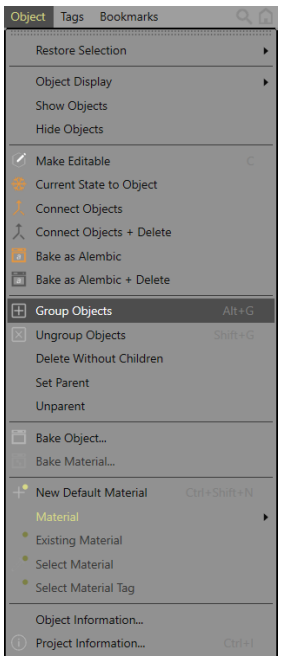

Figure 2-24 *Choosing* ***Group Objects*** *from the* ***Object*** *menu*
14. In the Object Manager, select *Boole*, *Extrude*, and *Loft* by using the CTRL key. Next, choose **Group Objects** from the **Object** menu in the Object Manager, refer to Figure 2-24; all selected objects are grouped and *Null* is added to the Object Manager. Rename *Null* as **Door Lock** by double-clicking its label in the Object Manager.